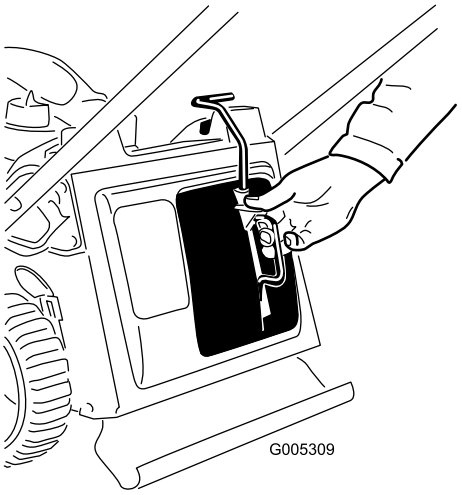
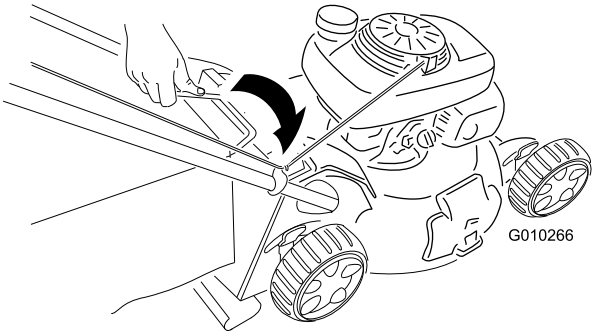

Figur 19
Figur 20
1. Monter kværndækslet (Figur 19) eller græsposen (Figur 20) på maskinen.